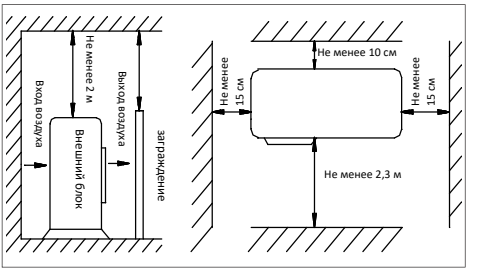

Рис. 2
– Проверьте расстояния для установки, как показано на рис. 2.